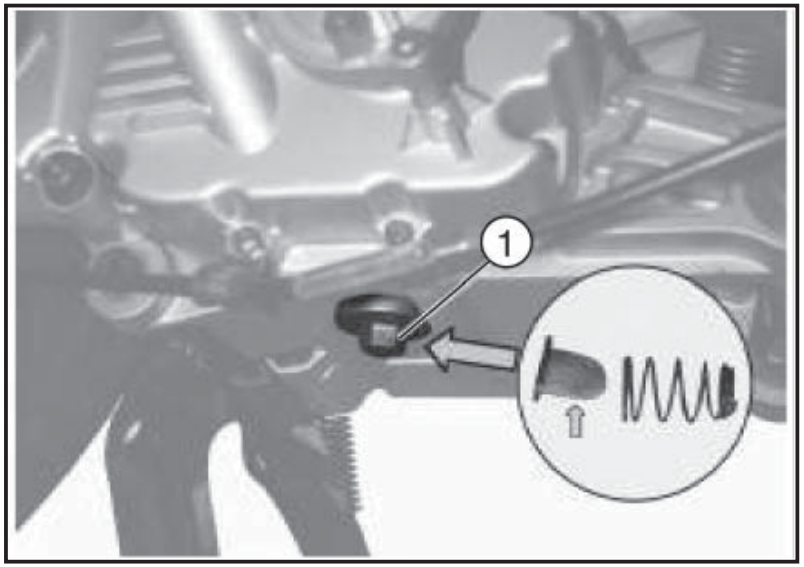

Fig. 01 QSI0005
SUSTITUCIÓN (**Fig. 01**)
- Desenrosque el tapón de descarga «**1 - Fig 01**», recupere el muelle y el filtro de malla y deje fluir todo el aceite dentro de un recipiente con la capacidad adecuada; quite el filtro de cartucho del aceite «**2 - Fig. 02**» y sustitúyalo con uno nuevo.
- Introduzca el muelle de soporte y el filtro de malla del aceite después de haberlo limpio (**Fig. 01**) tras lo cual, enrosque el tapón de descarga «**1 - Fig 01**» con el par de apriete indicado.